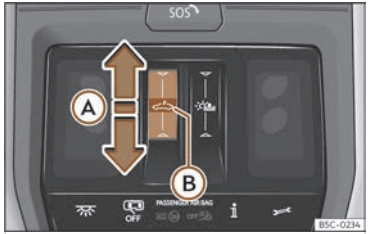

Fig. 89 Sur le revêtement intérieur du toit : touche du toit ouvrant.
- Mouvement automatique : faites glisser le doigt vers l'arrière de la zone fonctionnelle >>> **fig. 89** A.
- Dans les 5 secondes après avoir activé la fonction anti-pincement, faites glisser le doigt vers l'avant de la zone fonctionnelle ⏏ ››› **fig. 89** Ⓐ et maintenez-le appuyé jusqu'à ce que le toit ouvrant soit entièrement refermé.